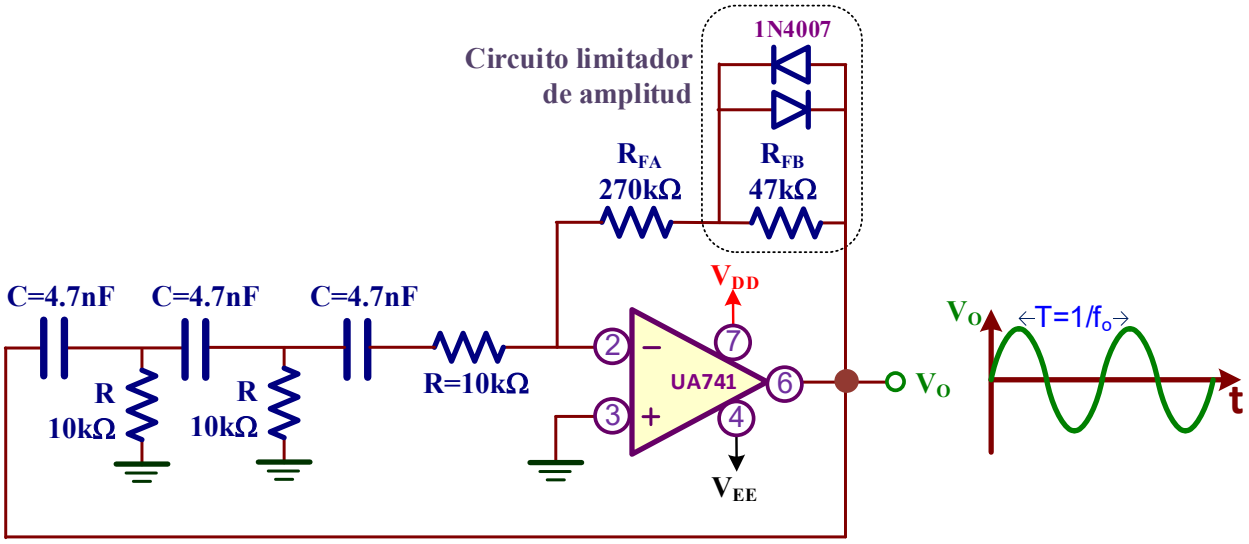

Figura VI.8. *Oscilador de cambio de fase práctico.*
F) Realizar el montaje práctico del oscilador de cambio de fase de la figura VI.8. Medir la frecuencia de oscilación y la tensión pico-pico de la salida V_O.